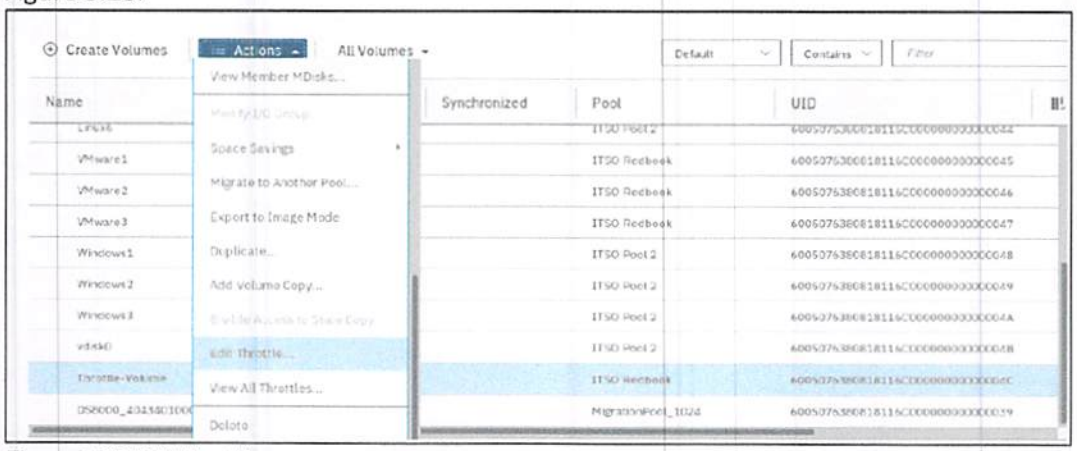

Figure 3.28 Edit Throttle
1. From the Volumes window, select the wanted volume to throttle, as shown in Figure 3.28.